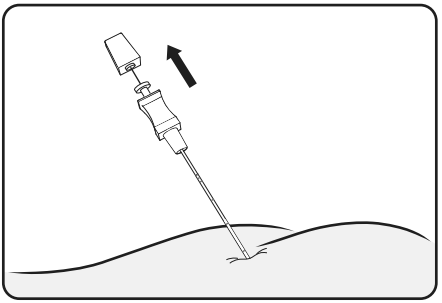

Abbildung 7. Das Stylet von der Foramen-Nadel entfernen
2. Das Stylet aus der Foramen-Nadel entfernen (**Abbildung 7**).